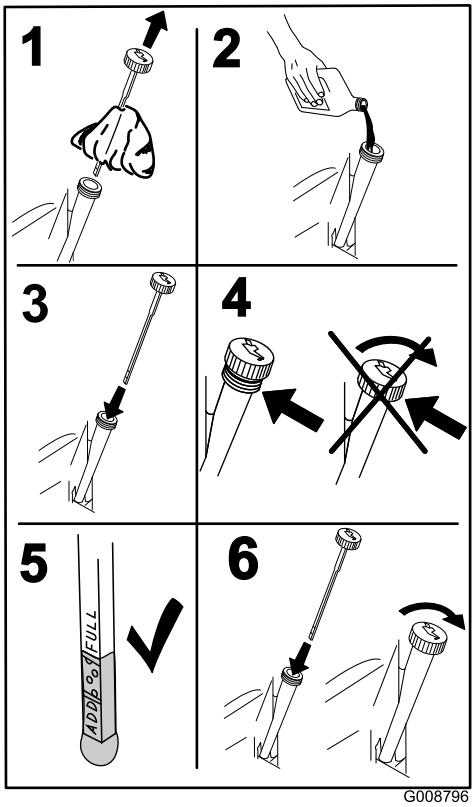

Figur 41
4. Ta ut peilestaven og tørk den med en ren fille (Figur 41).